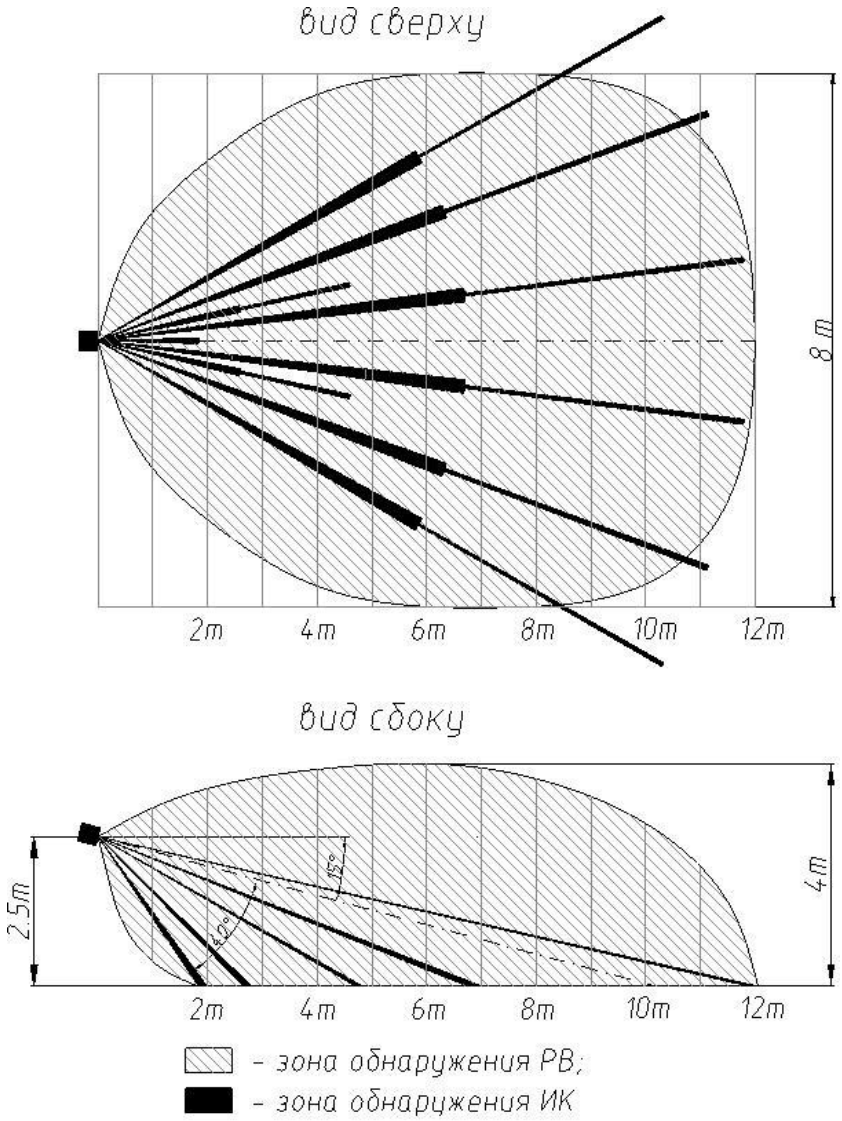

Рисунок 3.1 – Размеры зоны обнаружения извещателя «Циклоп-10»
3.1 РВ и ИК каналы извещателя имеют различную форму зон обнаружения (см. рис. 3.1). Зоной обнаружения называется та объемно-пространственная часть участка, перемещение в которой человека вызывает тревожное извещение. Для формирования тревожного извещения необходимо одновременное пересечение зоны обнаружения РВ и ИК каналов.